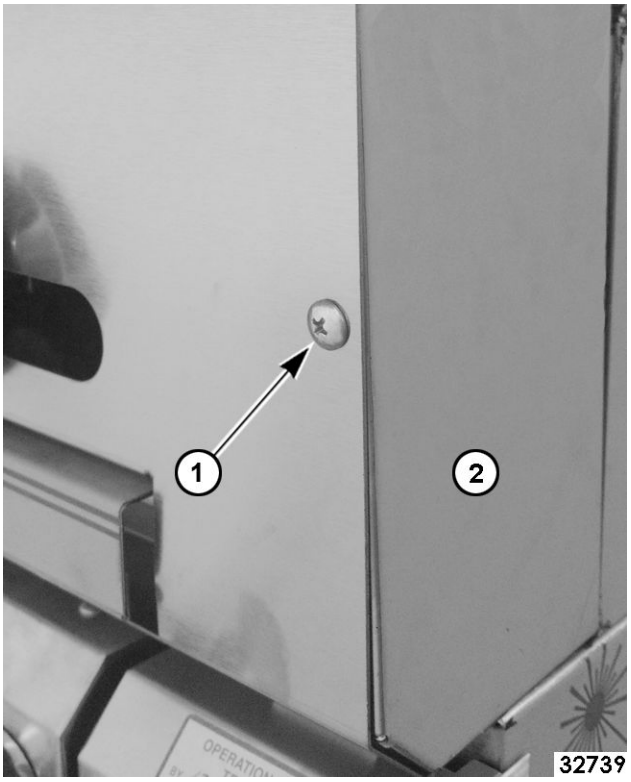

**Fig. 7**
3. Remove drive screws (1, Fig. 7) on both sides securing manifold cover in place and remove cover.
4. Remove end caps (2, Fig. 7), if applicable.